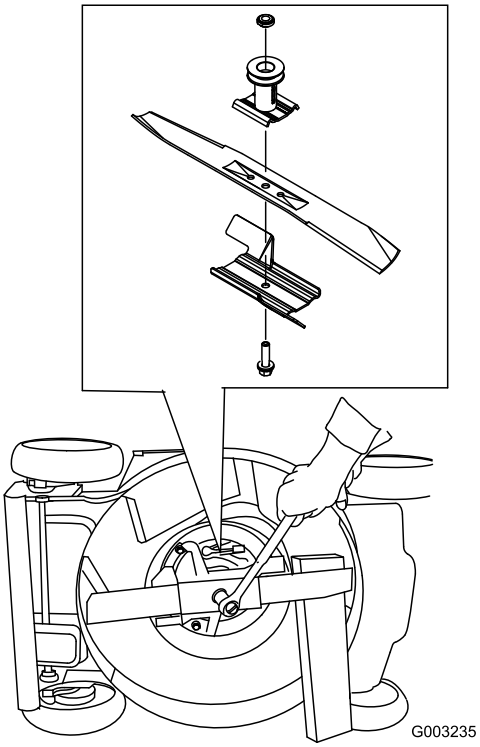

Rysunek 41
3. Aby unieruchomić ostrze, należy użyć kawałka drewna (Rysunek 41).